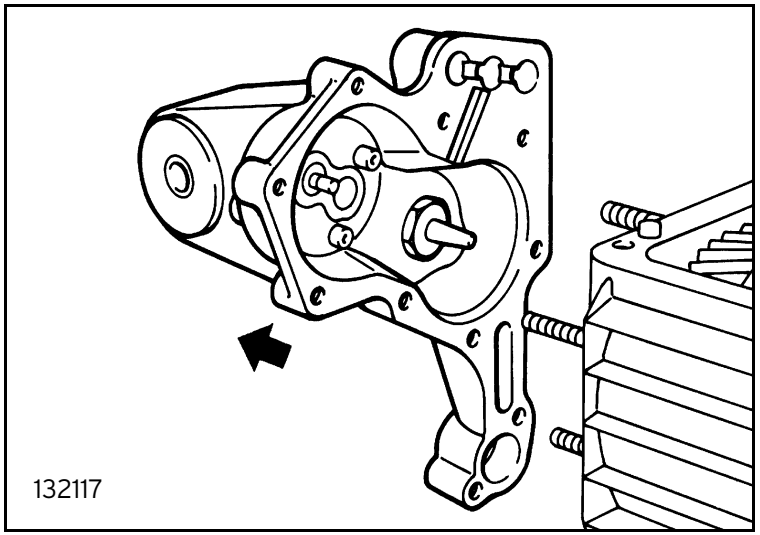

Fig. 17
- unscrew the securing nuts and remove the gearbox oil pump body, using a plastic hammer if necessary (figure 17);